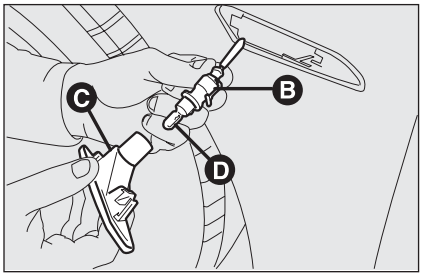

fig. 31 A0E0164m
- ❒ gire hacia la izquierda el portalámparas **B-fig. 31** y sáquelo de la parte transparente **C**;